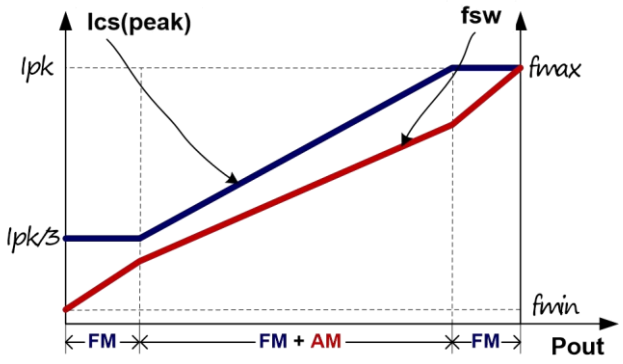

图 4
为了满足平均系统效率和空载功耗的严格要求，CM2563 采用了调频 (FM) 和调幅 (AM) 混合，如图 4 所示。